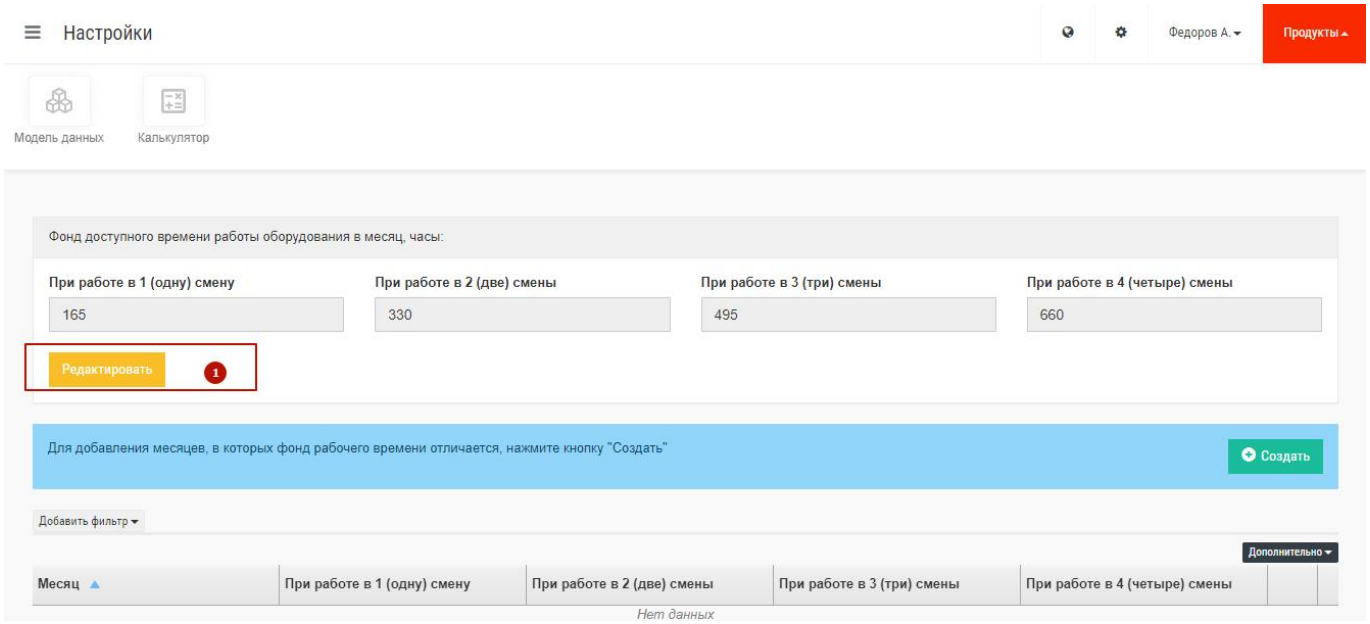
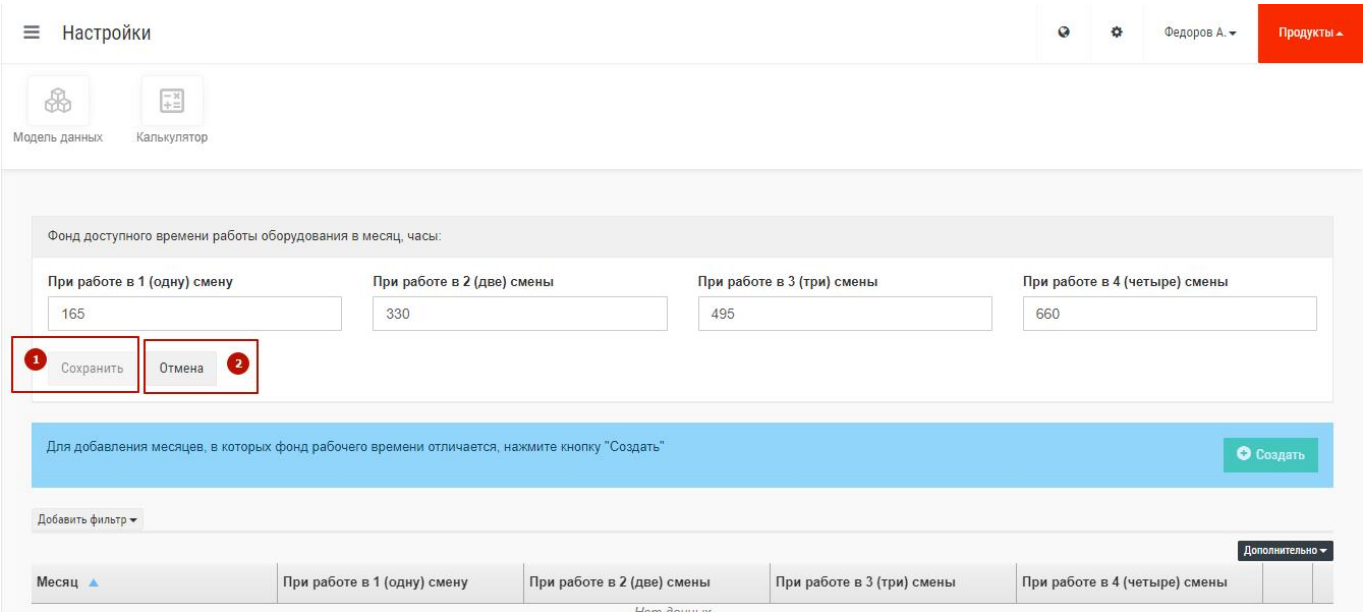

Рис. 6 – Настройка единого ФРВ начало
Рис. 7 – Настройка единого ФРВ ввод данных
- настройка единого значения ФРВ для всех месяцев года. Используется для сводной аналитики, когда не требуется привязка к конкретному календарному месяцу. Для настройки требуется нажать кнопку «Редактировать» (1 на Рис. 6), затем ввести необходимые значения ФРВ в соответствующих полях и нажать кнопку «Сохранить» (1 на Рис. 7). Для выхода из режима редактирования без сохранения значений необходимо нажать кнопку «Отмена» (2 на Рис. 7);